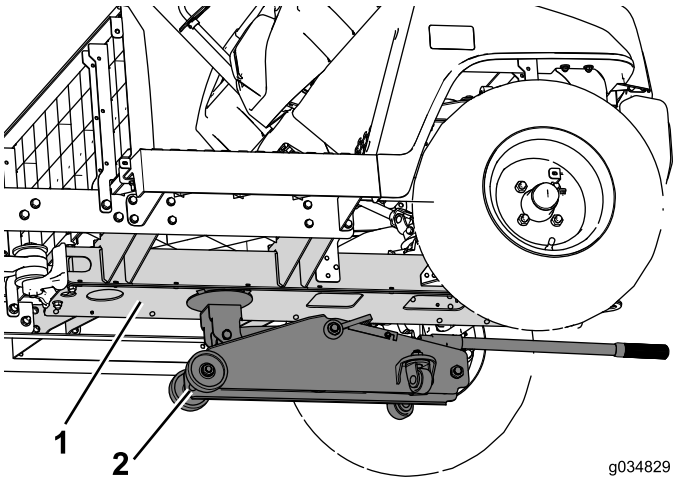

Bild 63
2. Stützen Sie die Vorderseite der Maschine mit einem Achsständer unter dem mittleren Kanal ab (Bild 63).